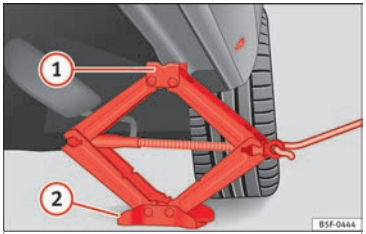

Fig. 75 Larguero: colocación del gato del vehículo.
• Gire el gato*, situado bajo el punto de apoyo del larguero, para elevarlo hasta que la pestaña (1) ››› fig. 75 quede situada bajo el alojamiento previsto.
• Alinee el gato* de modo que la pestaña (1) "agarre" en el alojamiento previsto del larguero y la placa base móvil (2) quede apoyada en el suelo. La placa base (2) debe caer en la vertical respecto al punto de apoyo (1).